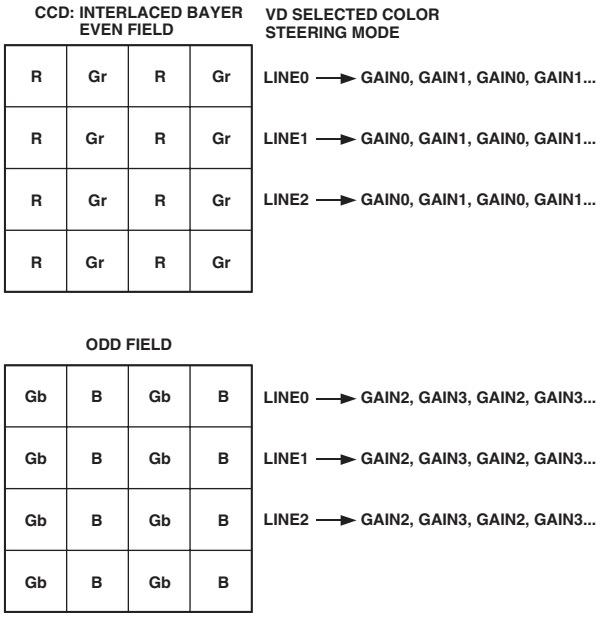
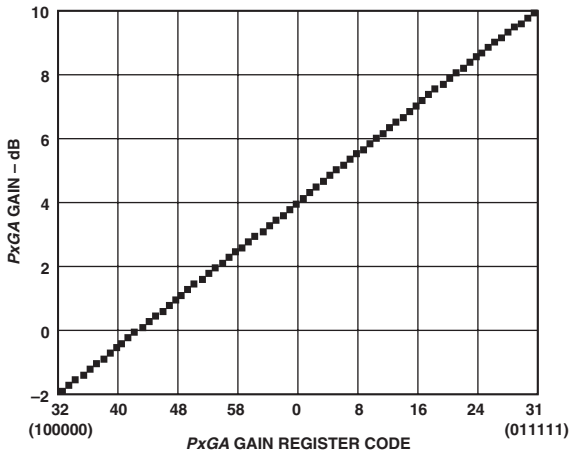

Figure 18b. CCD Color Filter Example: Interlaced
Figure 19. PxGA Gain Curve
The same Bayer pattern can also be interlaced, and the VD selected mode should be used with this type of CCD (see Figure 18b). The Color Steering performs the proper multiplexing of the R, G, and B gain values (loaded into the *PxGA* gain registers) and is synchronized by the user with vertical (VD) and horizontal (HD) sync pulses. For more detailed information, see the *PxGA* Timing section. The *PxGA* gain for each of the four channels is variable from –2 dB to +10 dB, controlled in 64 steps through the serial interface. The *PxGA* gain curve is shown in Figure 19.